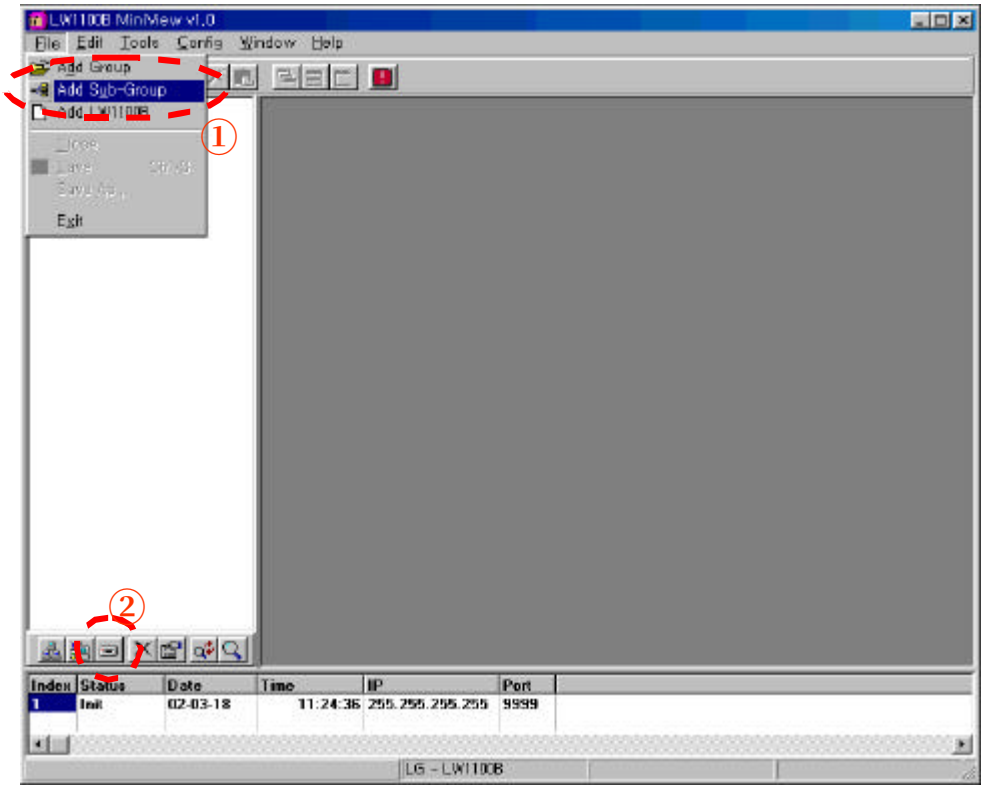

Fig4
**In order to register FWB2411 equipment related to this group, click "Site A LG HQ" and then select Menu or Speed Button as shown in Fig4.**